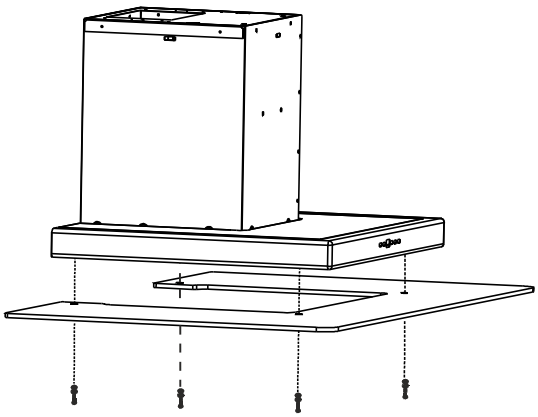

Abb.M3
3. Montage der Glasplatte bei Modell TOTEM (Abb. M3)